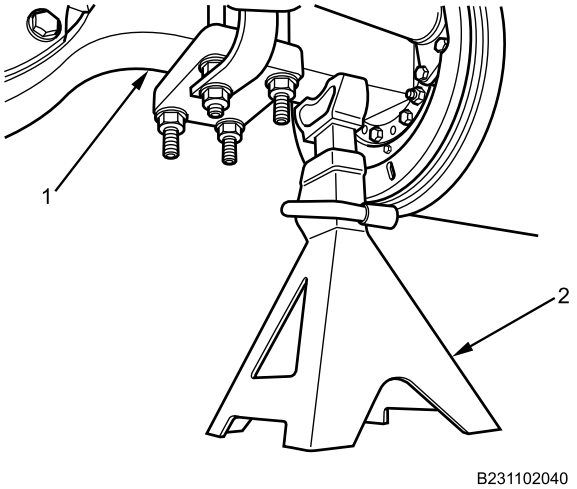

Figure 30. Jackstand.
24. Remove 10-ton jackstands (Figure 30, Item 2) from rear axle assembly (Figure 30, Item 1).